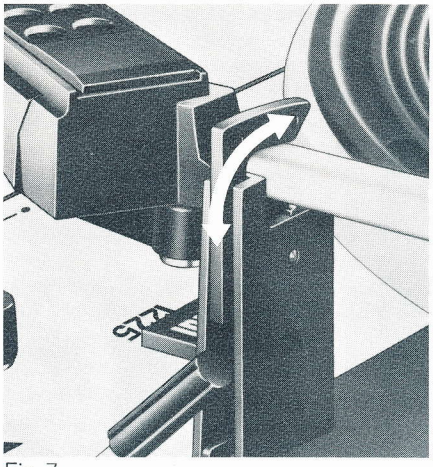

Fig. 7
Wählen Sie bitte die Plattenteller-Drehzahl 33 1/3 oder 45 U/min ⑭ und entriegeln Sie den Tonarm (Fig. 7).
Bemerkung: Zum Abspielen von Schallplatten mit abweichenden Durchmessern, z.B. älteren 25 cm-Schallplatten, ist das Gerät manuell zu bedienen (siehe Abschnitt 2. "Manuelle Inbetriebnahme"). Nach dem Spielen der Schallplatte erfolgt die Rückführung des Tonarmes und das Abschalten automatisch. Es empfiehlt sich, den Tonarm wieder zu verriegeln (Fig. 7).